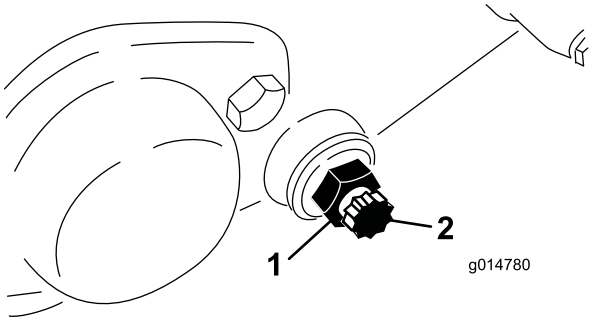

Figuur 56
3. Draai de contramoer van de ondermesbalkbout op beide zijden van de machine los (Figuur 56).
4. Verwijder beide ondermesbalkbouten zodat de ondermesbalk omlaag kan worden getrokken en uit de machine worden verwijderd. Bewaar de 2 nylon en de 2 stalen ringen op beide uiteinden van de ondermesbalk (Figuur 56).